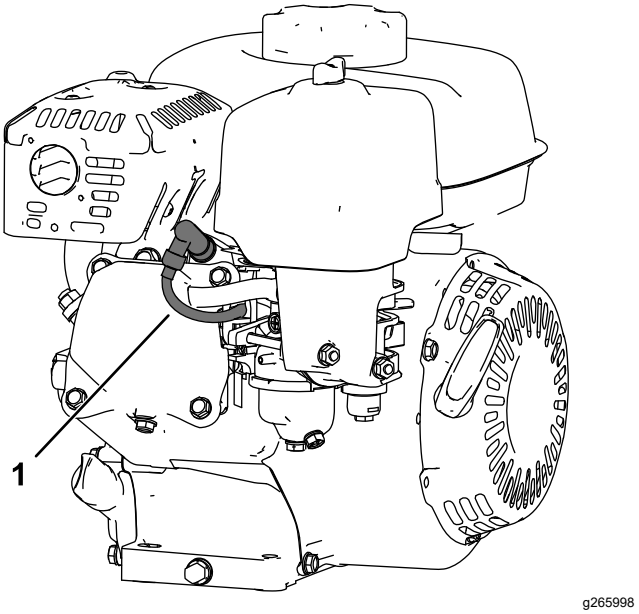

Figure 23
5. Débranchez le fil de la bougie (Figure 23).